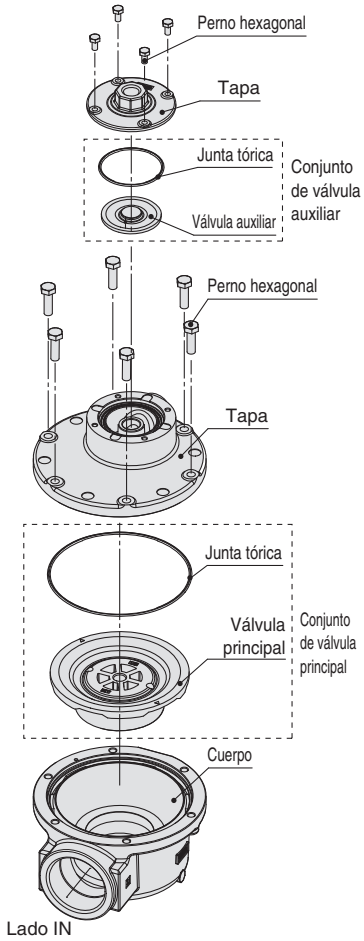

Fig. 2 Posición de la junta tórica
2) Monta la junta tórica en la ranura del cuerpo. (Ver fig. 2)